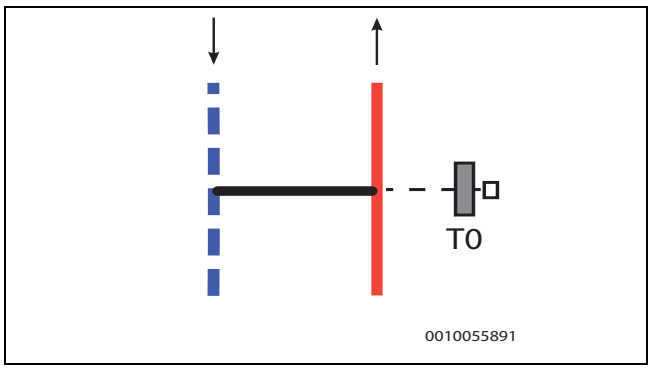

Afb. 28 Bypass, in rechte uitvoering
- Aanvoertemperatuursensor T0 is geïnstalleerd op de aanvoeraansluiting van de bypass →Afbeelding 28.